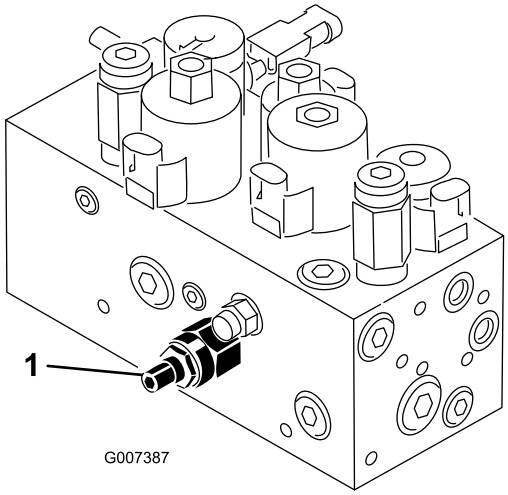

**Figur 48**
Klippeenhedsløftets/-sænkningens kredsløb er udstyret med en strømreguleringsventil (Figur 48). Denne ventil er fabriksindstillet, men det kan være nødvendigt at justere den for at kompensere for forskelle i hydraulikolietemperaturerne, græsklipningshastigheder, tilbehør mv. Hvis det er nødvendigt at foretage justering, gøres det som følger:
1. Hæv sædet, og find strømreguleringsventilen til den midterste trækramme (Figur 48), som er placeret på siden af hydraulikmanifolden.